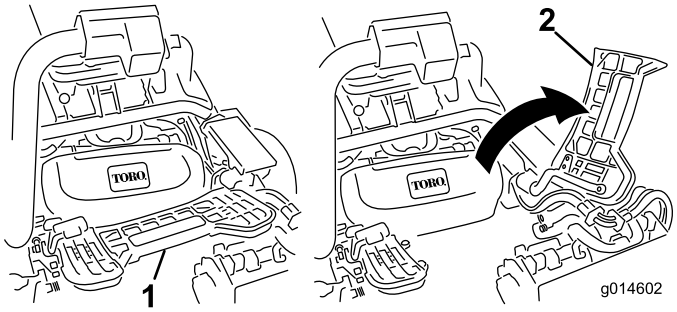

Figuur 11
7. Voor het monteren van het middelste maaidek moet u de voetsteun omhoog klappen zodat u toegang heeft tot de plaats van het middelste maaidek (Figuur 11).